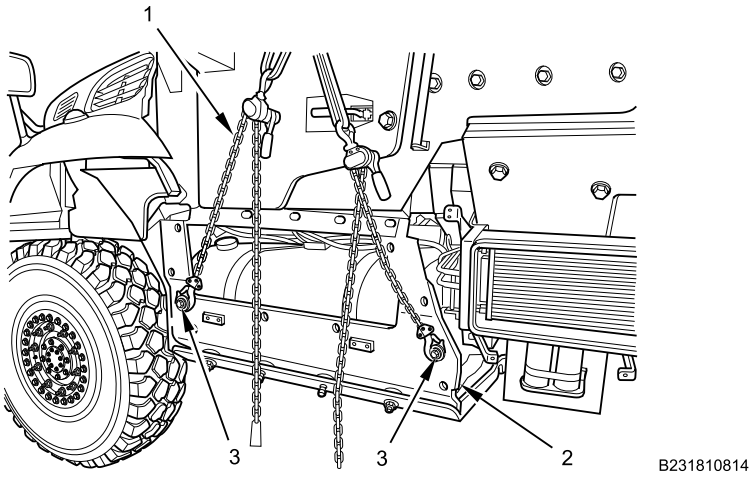

Figure 16. Left Side Chain Hoist.
1. Attach chain hoist (Figure 16, Item 1) to fuel tank cover plate with two bolts (Figure 16, Item 3), washers, and nuts. Tension chain hoist as required to support belly armor and fuel tank cover plate (Figure 16, Item 2).